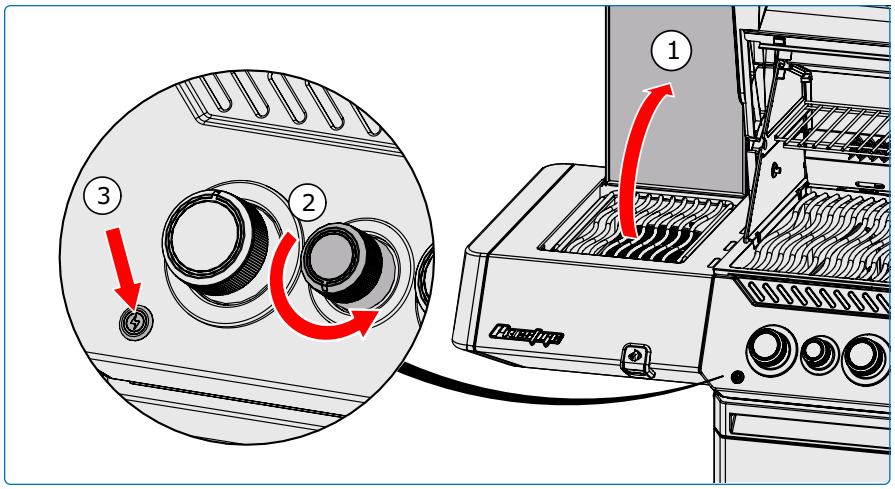

Fig. 7
4. If the burner will not ignite within 5 seconds – turn burner control knob clockwise to the OFF position. Wait 5 minutes. Repeat step 2 and 3 or see **"Alternative Ignition Instructions"**. **(Fig. 7).**